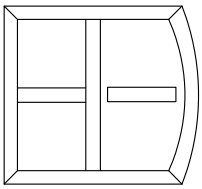

Abb. 3 Einsetzen des 2. Kämpfers
- Die Gegenseite in gleicher Arbeitsfolge herstellen (siehe Abb. 3).